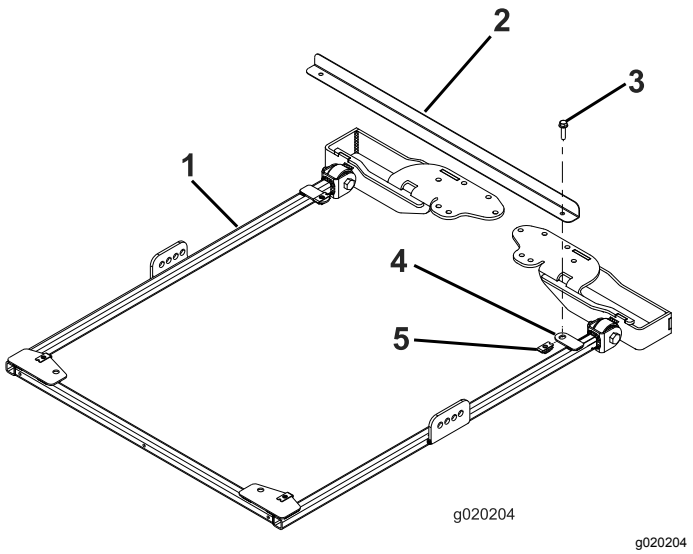

Figuur 1
1. Om het frame goed te kunnen uitlijnen, moet u de frame-uitlijningsbalk bevestigen aan de montagelippen achteraan het zonneschermframe. Gebruik hiervoor 2 flenskopbouten (5/16" x 1¼") zoals wordt afgebeeld in Figuur 1.